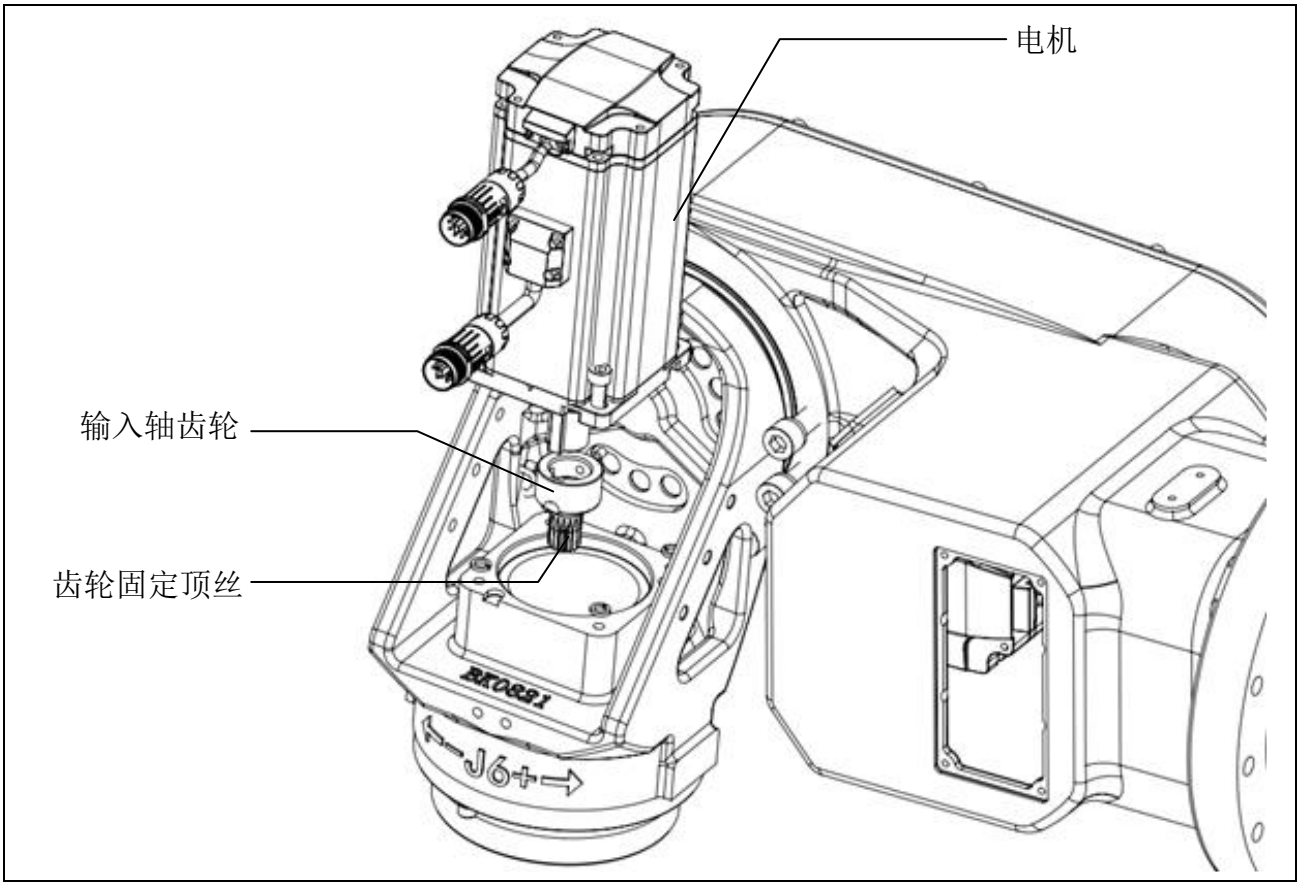

图7-17 J6 轴伺服电机更换（ER100B-3000、ER100B-3500-DW、ER130B-3200）
1. 如图 7-17 所示，更换步骤如下：（适用机型：ER100B-3000、ER100B-3500-DW、ER170B-2650、ER135B-2700、ER160B-3200、ER220B-2650、ER130B-3200）